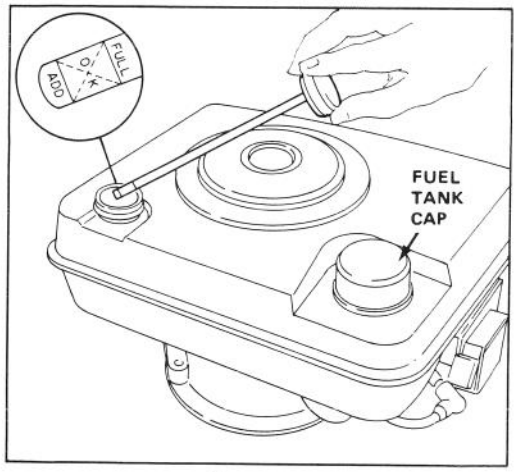

Figure 4
Rotate cap clockwise. Then remove dipstick and check level of oil (Fig. 4). If level is low, add only enough to raise level to FULL mark on dipstick. DO NOT FILL ABOVE FULL MARK BECAUSE ENGINE COULD BE DAMAGED WHEN STARTED.
1. Clean around fuel tank cap and remove cap from tank (Fig. 4). Using unleaded gasoline, fill fuel tank to within 1/2 inch (13 mm) from top of tank.